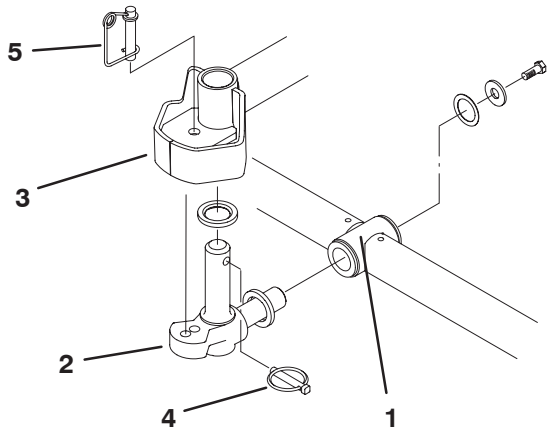

Figur 4
6. Indsæt en trykskive på drejeledets vandrette aksel som vist i Figur 4.